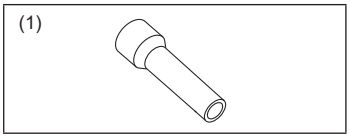

Abb. 1-1
1.6. Zubehör für die Außenanlage (Abb. 1-1)